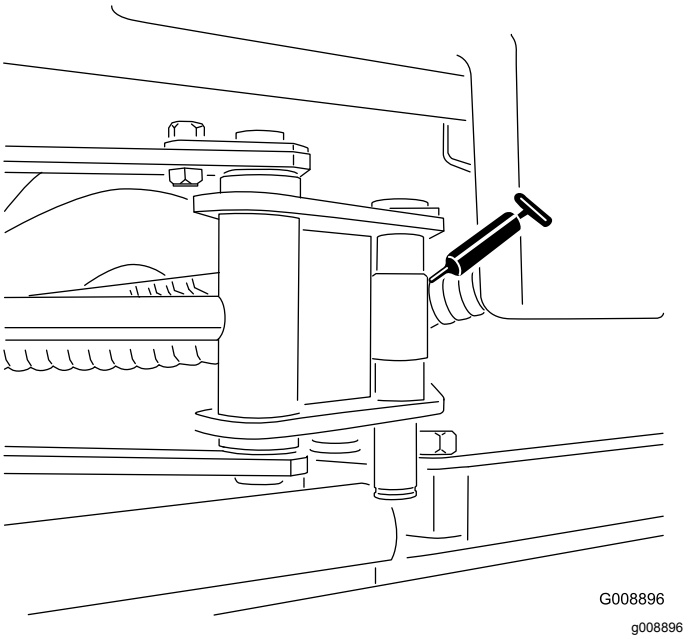

Figur 51
- Sylinderender på siden (2: kun modell 03171) (Figur 51)